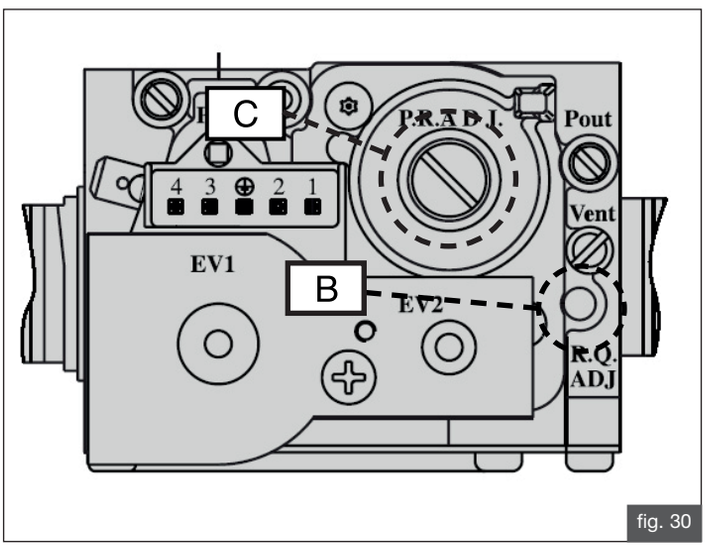

fig. 30
- Regolare il valore dell'anidride carbonica ($CO_2$) nei fumi ruotando il regolatore di rapporto **B** (fig. 30) e assicurarsi che rientri nei limiti della tabella 15.
- Regolare il valore dell'anidride carbonica ($CO_2$) nei fumi ruotando il regolatore di offset **C** (fig. 30) e assicurarsi che rientri nei limiti della tabella 15.